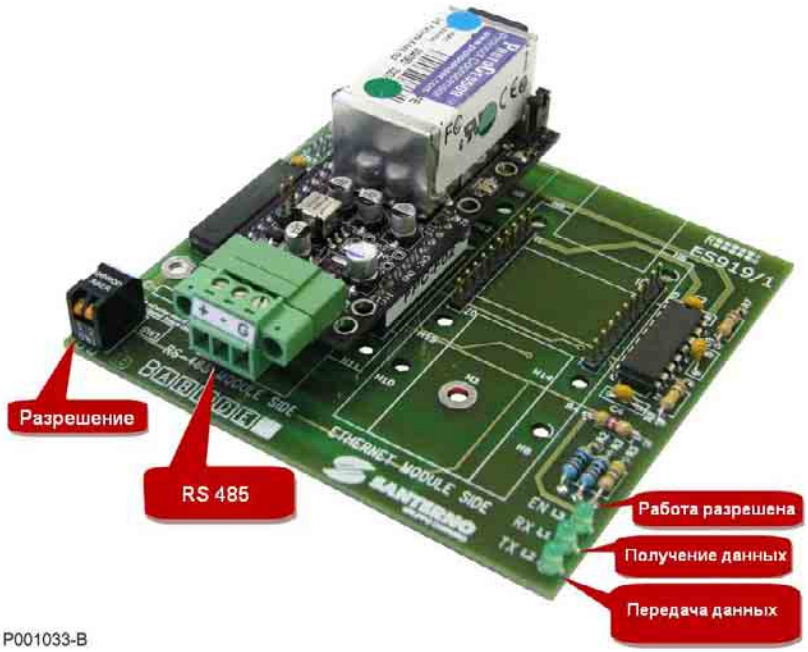

Рис. 147: Плата ES919 BACnet/RS485
12. Установите модуль BACnet, как показано на Рис. 147.